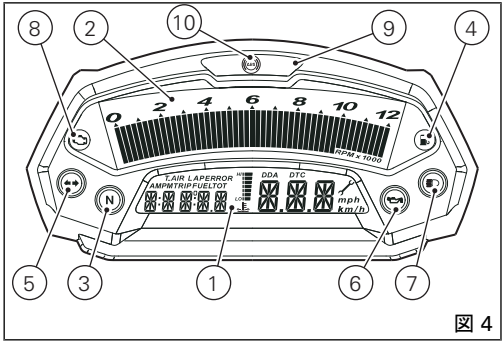

図 4
7) ハイビーム表示灯 (青) (図 4)。
8) "車両/エンジン診断- EOBD"ランプ (琥珀色) (図 4)。
9) リミッターランプ “OVER REV”/ トラクションコントロールランプ “DTC” (赤) (図 4)。
10) ABS ランプ (琥珀色) (図 4)。